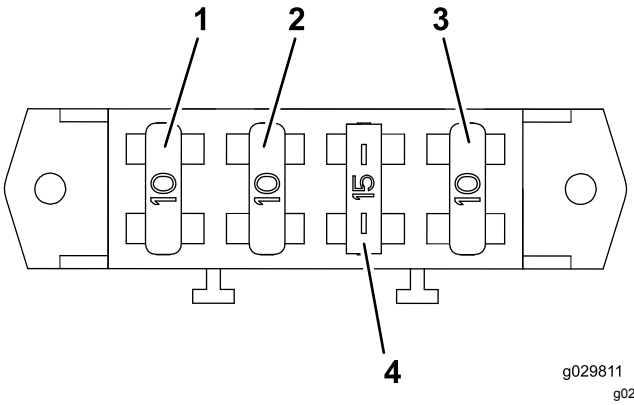

Bild 32
1. Setzen Sie die Sicherungen, drei (10 A) und eine (15 A) in die Sicherungsblockschlitze ein (Bild 32).